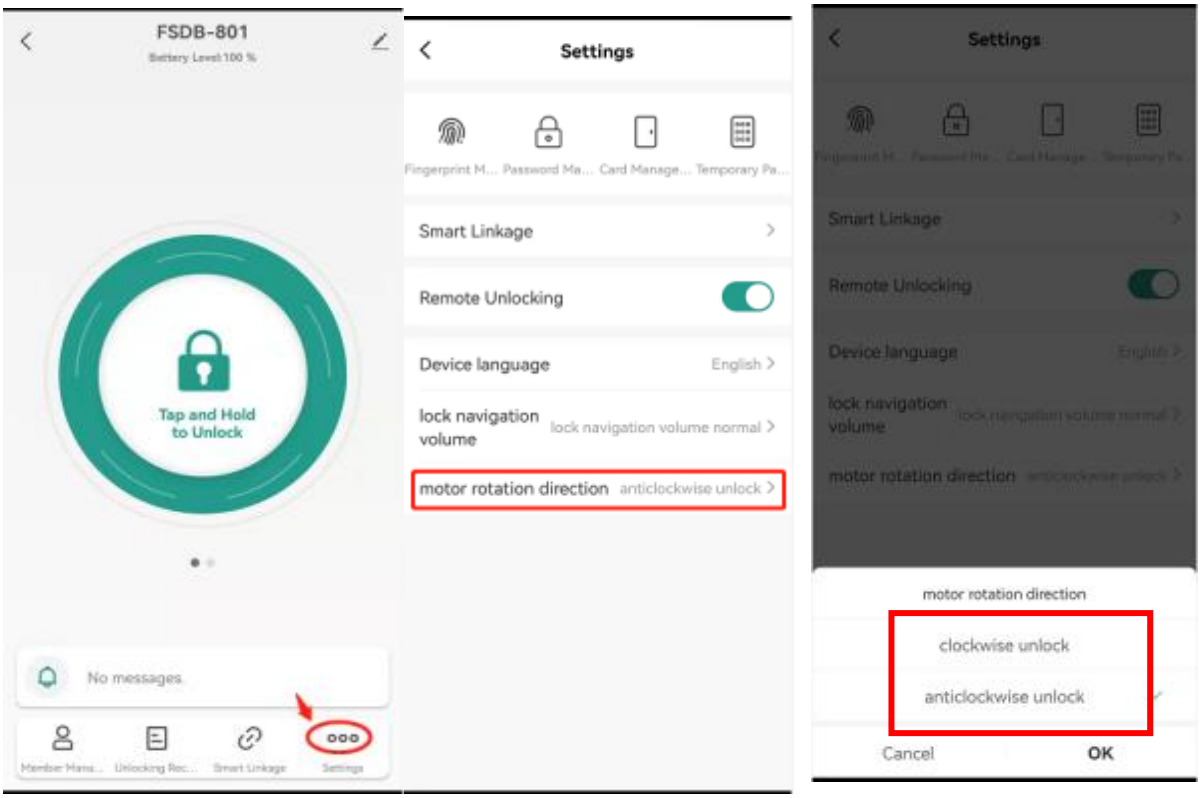

Figure C-7
g. **After the installation, connect the deadbolt to Smartlife APP, choose the correct setting for door direction(setting>motor rotation direction>clockwise unlock/counterclockwise unlock)** (see **Figure C-7**)